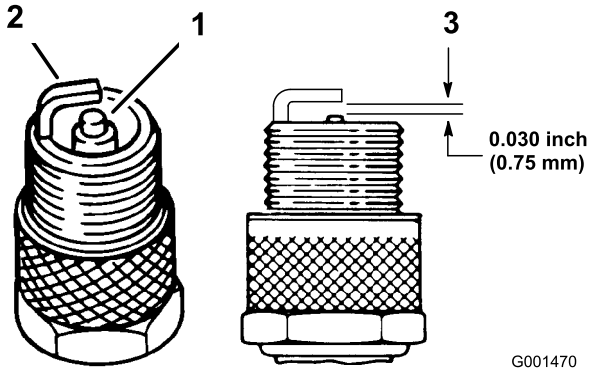

Figur 27
1. Titta i mitten av tändstiften (Figur 27). Om isolatorn är ljust brun eller grå fungerar motorn korrekt. En svart beläggning på isolatorn betyder vanligen att luftrenaren är smutsig.
3. Kontrollera avståndet mellan mitt- och sidoelektroderna (Figur 27). Böj sidoelektroden (Figur 27) om avståndet är felaktigt.
3. Anslut kablarna till tändstiften (Figur 27).